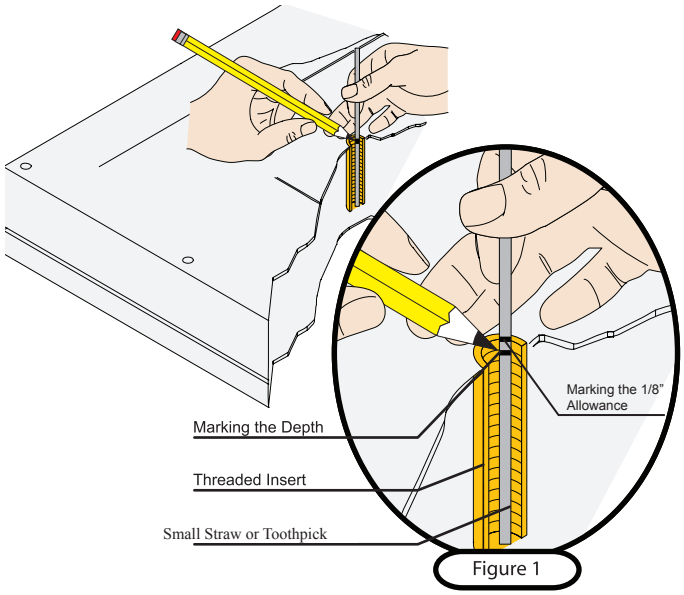

Figure 1
3. Mark the straw or toothpick 1/8" above the depth of the threaded insert, as shown in Figure 1.